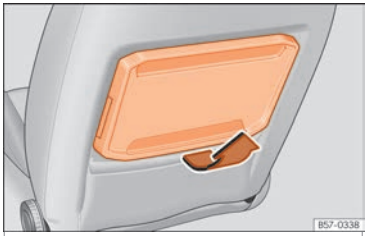

Fig. 175 Asiento delantero izquierdo: mesita plegable.
- Tire de la mesita hacia arriba, en el sentido de la flecha, hasta que encastre ››› fig. 175.